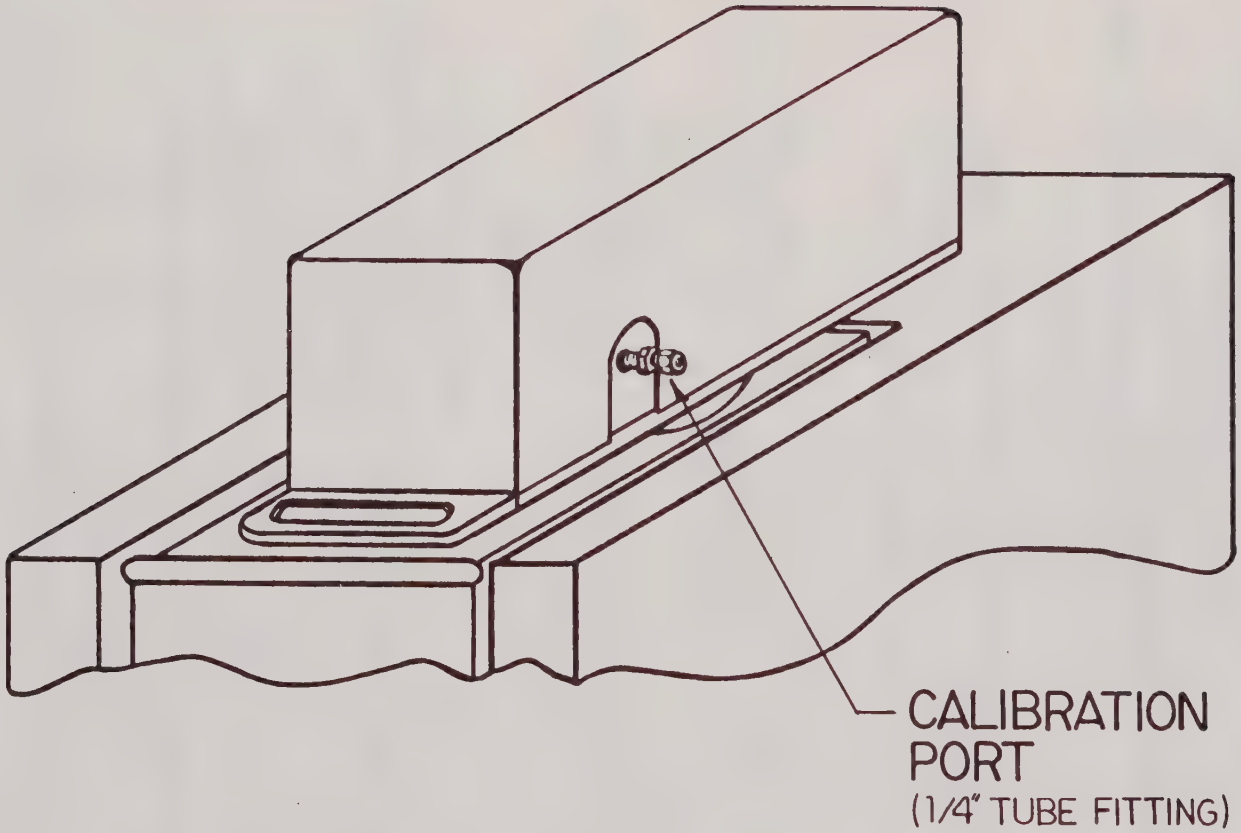

FIGURE 4B3A.1
1. CONNECT MANOMETER OR CALIBRATED VACUUM GAUGE STANDARD TO CALIBRATION PORT OF UNIT TO BE CALIBRATED. THIS PORT IS FOUND ON THE SIDE OF THE LID ARM ASSEMBLY. (SEE FIGURE 4B3A.1) A 1/4" FITTING IS PROVIDED. RETURN TO SELECTION MENU.